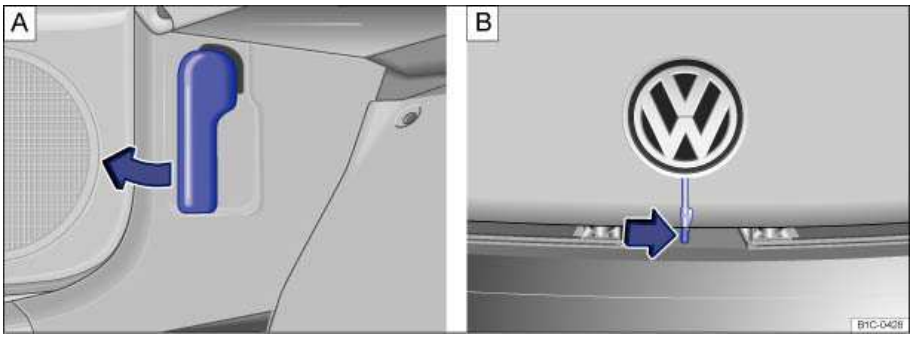

Fig. 140 A: In the footwell on the driver side: Inside engine hood release lever. B: Above the radiator grille: Outside engine hood release.
- Open the driver door and pull the inside hood release lever in the direction of the arrow ⇒ fig. 140 **A**. The engine hood is released from its latch by a spring ⇒⚠.
- Push the outside hood release lever ⇒ fig. 140 **B** (arrow) and lift the hood all the way up.